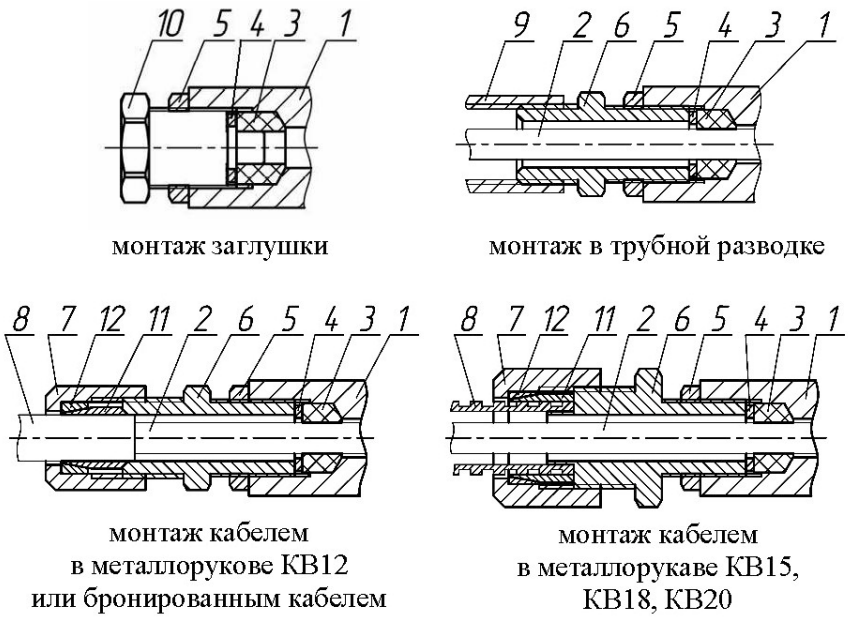

Рисунок 7 – Различные вводные устройства
- Осуществить монтаж соединительного кабеля в кабельном вводе в соответствии со схемой, рис. 7.